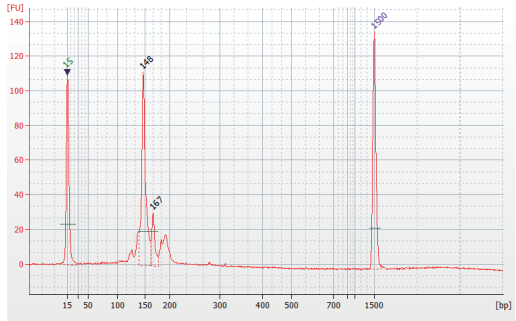

图4：1 μg小鼠肝脏总RNA起始的small RNA文库磁珠分选后对应的2100图
12. 2100检测分选纯化的文库：取 1 μl分选纯化的产物用Agilent DNA 1000 Chip或Agilent High Sensitivity DNA Chip分析，良好的文库应该如图4所示，对应的miRNA文库条带在147-149